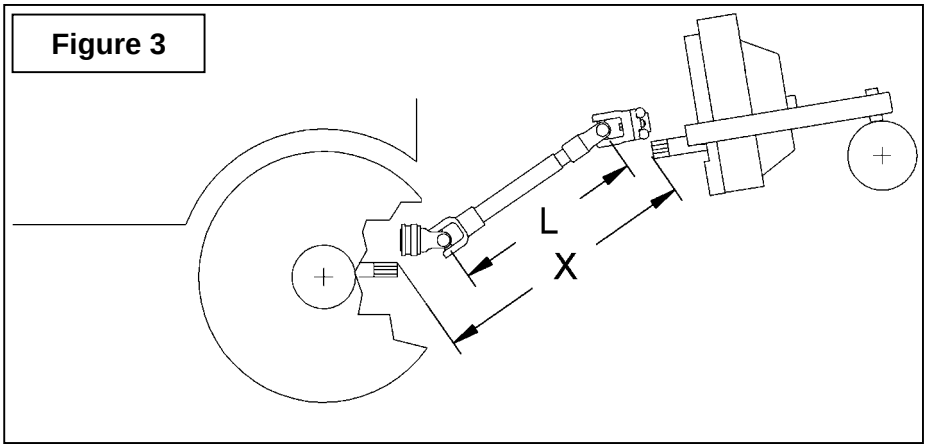

Figure 3
1. To determine the **"L"** length for your tractor model you must first find the **"X"** value by measuring the distance between the end of the tractor's drive shaft and the end of the debris blower's driven shaft when the snowblower is in transport position as shown on Figure 3.